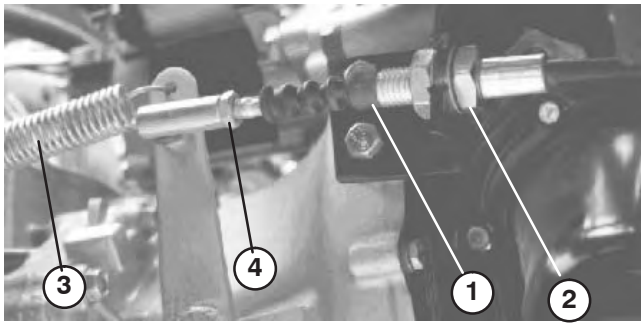

Bild 62
1. Lösen Sie die Klemmmuttern, mit denen das Kupplungskabel an der Halterung am Glockengehäuse befestigt ist (Bild 62).